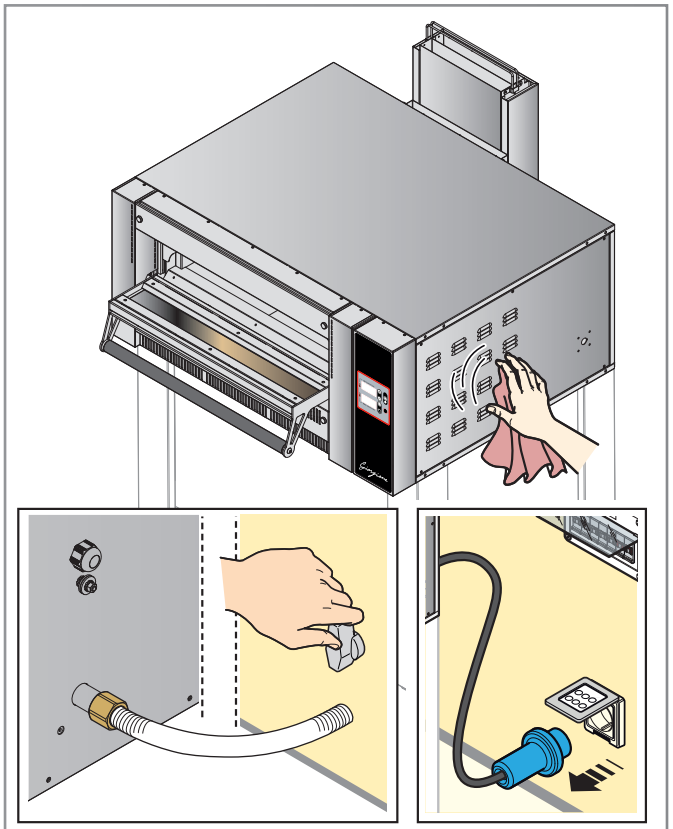

Abb. 18
▶ Abb. 18 Während Zeiten der Nichtbenutzung den Ofen von der Stromversorgung trennen und den Gasabsperrhahn schließen. die externen Bauteile aus Stahl des Geräts schützen, indem Sie sie mit einem Öl oder Vaseline angefeuchtetem Tuch abreiben.